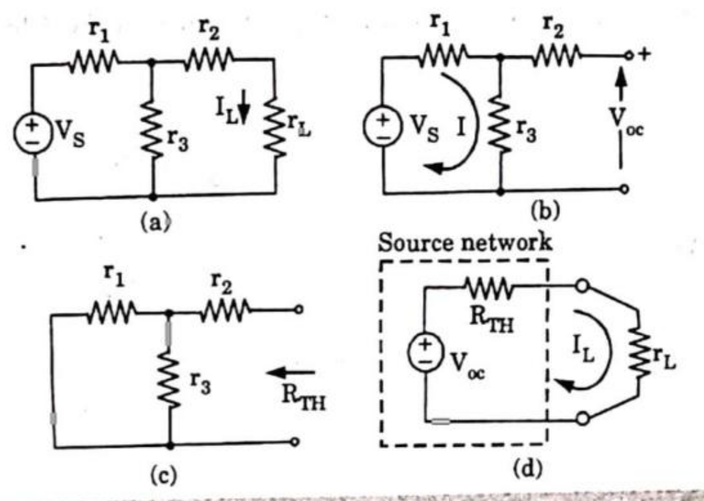

Fig. 1.17.1. (a) A simple DC circuit, (b) Finding of V_{oc} (c) Finding of R_{TH} (d) Finding of I_L, forming Thevenin's equivalent circuit.
1. Let us consider a simple DC circuit as shown in Fig. 1.17.1(*a*). We are to find I_L by Thevenin's theorem.
2. In order to find the equivalent voltage source, r_L is removed [Fig. 1.17.1(*b*)] and V_{oc} is calculated
4. As per Thevenin's theorem, the equivalent circuit is shown in Fig. 1.17.1(*d*).